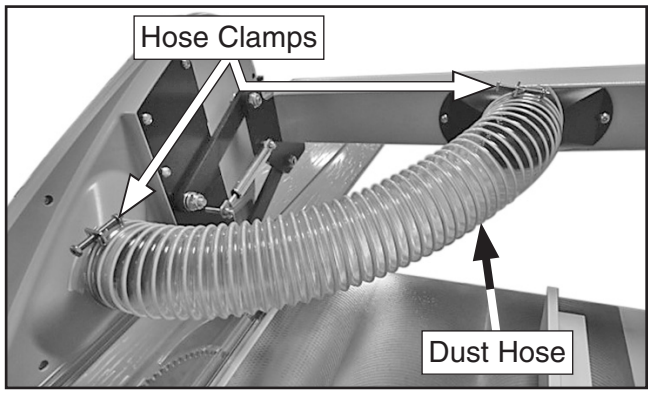

Figure 61. Dust hose attached to blade guard and upper support arm.
63. Attach dust hose to blade guard and upper support arm dust ports, and secure with hose clamps (see **Figure 61**).